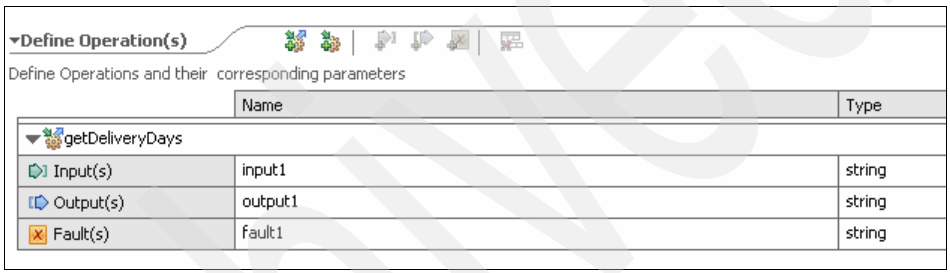

Figure A-16 Interface Editor with input, output, and fault operations
5. The Add Input ( ), Add Output ( ) and Add Fault ( ) icons are displayed. Click each icon to add an input, an output and a fault operation to the Interface Editor (Figure A-16).